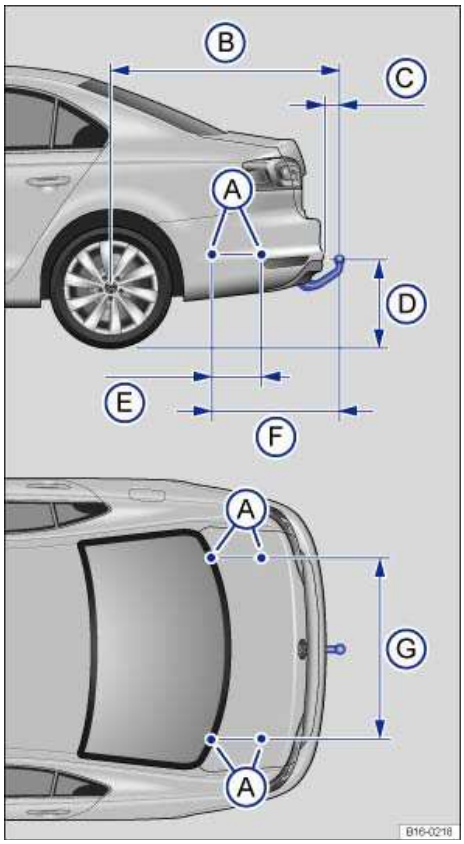

Fig. 90 Dimensions and attachment points for retrofitting a trailer hitch.
When retrofitting a trailer hitch, the specified distance dimensions must be strictly adhered to. Under no circumstances may the distance from the center of the hitch ball to the surface of the road ⇒ fig. 90 (D) be less than the specified minimum. This minimum height must be present even when the vehicle is fully loaded and subject to the maximum tongue weight.